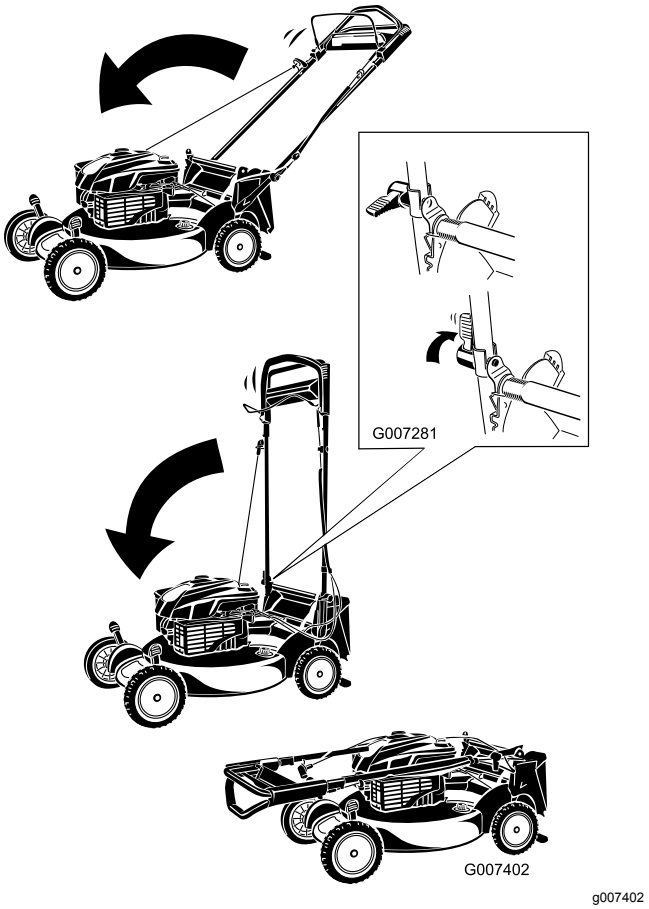

**Rysunek 46**
1. Obróć uchwyt do przodu (rysunek (Rysunek 46).